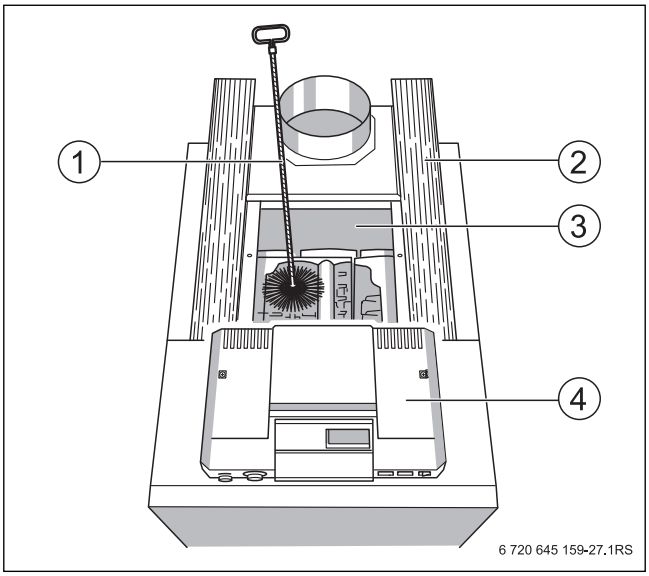

Рис. 45 Чистка газоотводящих каналов
▶ Отогните теплоизоляцию в сторону (→ рис. 45 [2], стр. 37).
▶ Снимите крышку люка для чистки с коллектора дымовых газов (→ рис. 45 [3], стр. 37).